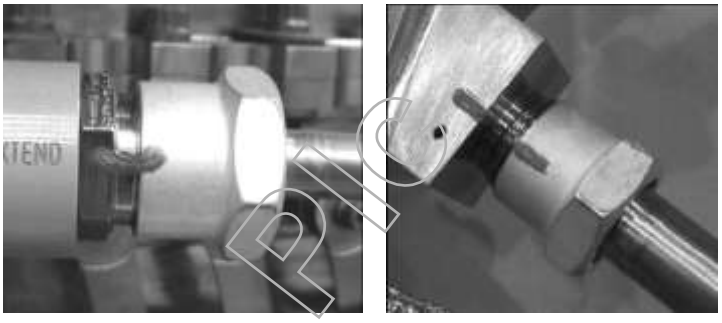

FIGURE 39 – EXAMPLES OF ACCEPTABLE VISUAL TORQUE INSPECTION MARKS
9.1.2.2 The following procedure applies for placing the torque inspection mark: The mating fasteners or fittings shall be locally degreased in the area where the mark is to be applied, and 'Inspection Seal Lacquer' MSRR1102 shall be applied direct from the tube as a straight line bead, axially across the joint. It is preferred that the seal lacquer is applied in a continuous bead, but the design of certain tube fittings may dictate that the seal lacquer has to be applied in two in-line beads. See Figure 39 for examples of acceptable marking. This mark shall be clearly visible for future inspection checks.